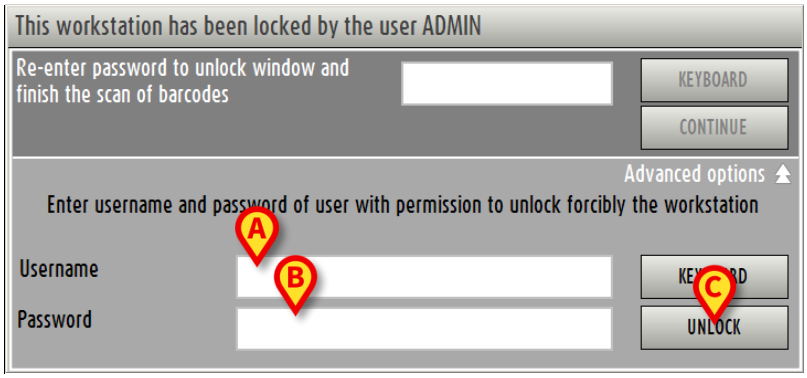

Fig 93 - Advanced options
The window changes in the following way (Fig 93).
- Insert the username of the new user in the “Username” field (Fig 93 **A**).
- Insert the password of the new user in the “Password” field (Fig 93 **B**).
- Click the **Unlock** button (Fig 93 **C**).